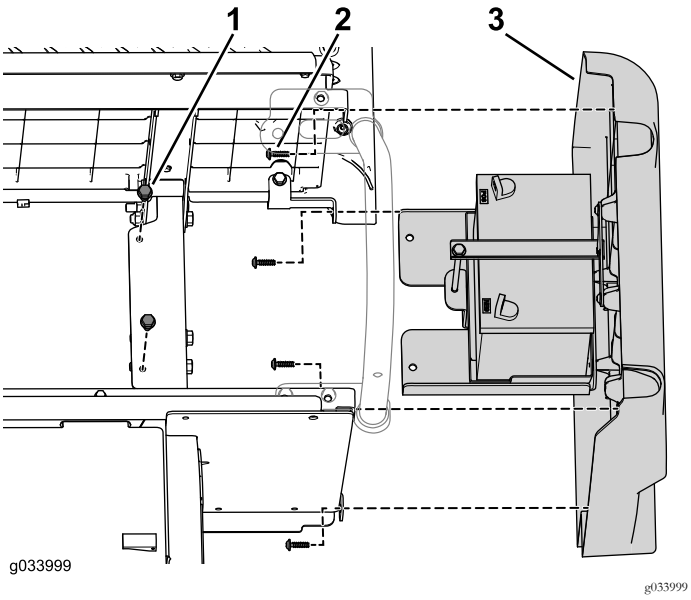

Figur 45
3. Bruk monteringsdelene du fjernet tidligere, til å montere det originale høyre panelet til de bakre setebasepanelene (Figur 45).